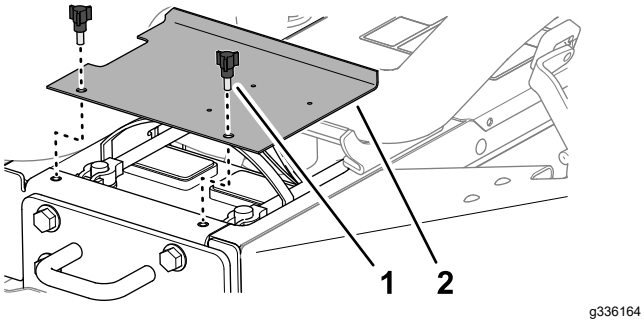

Rysunek 42
1. Zwolnij zatrzaski z lewej i prawej strony maski (Rysunek 42).